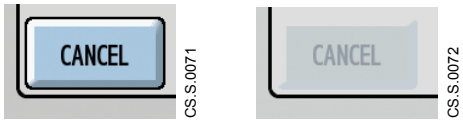

Figure 1-21 Two modes of one button: Active (left) and inactive (right)
- If a button is greyed-out, it is not active or accessible during the current state (see Figure 1-21).